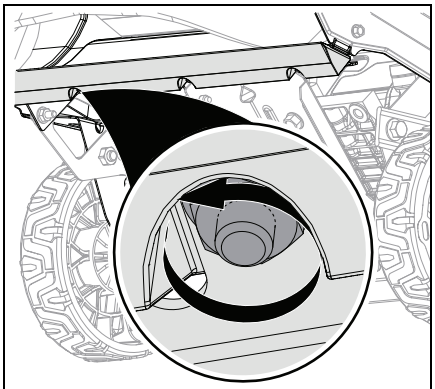

Figure 21
3. Loosen hardware securing scraper blade to scraper support. See Figure 21.